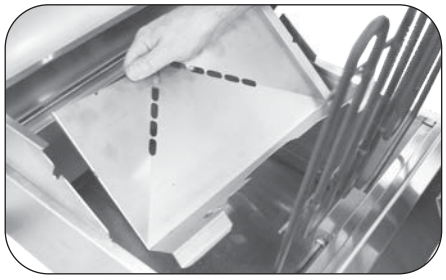

Fig. 24-5 Remove front liner
6. Move the front liner slightly toward the back of the grill, then lift up and out (Fig. 24-5).